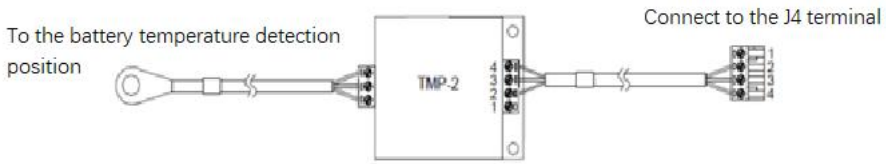

Abbildung 9-1 Schematische Darstellung der Verbindung zwischen Batterietemperatursensor und USV
3. Platzieren Sie den Batterietemperatursensor in der Nähe der Batterie, wo die höchste Temperatur gemessen werden kann, und schließen Sie das Kabel des Batterietemperatursensors an den Anschluss J4 der USV an, wie in Abbildung 9-1 dargestellt.